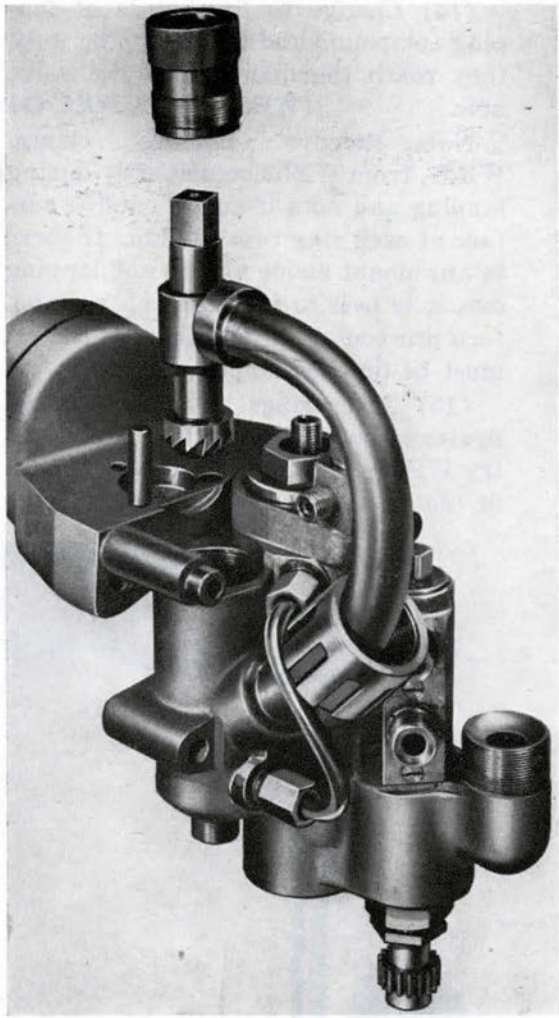

Figure 170
*(a) Reseat starting valve seat in body (Fig. 170). (WE50, 443)